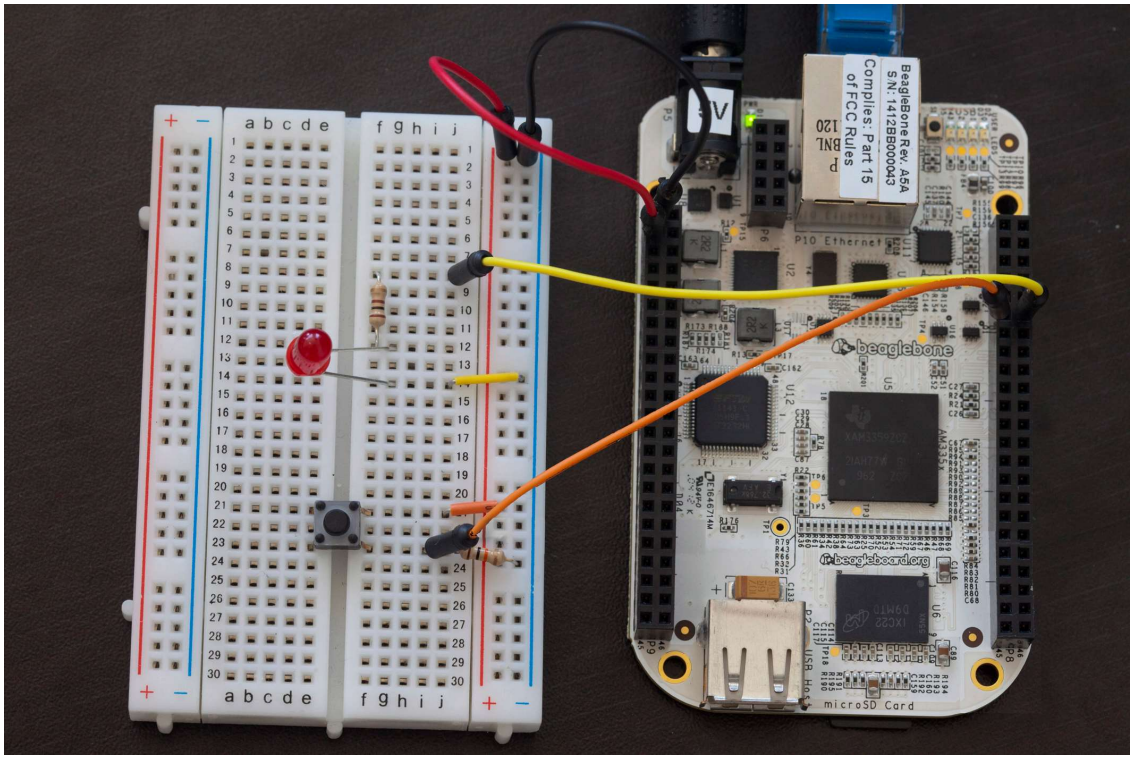

Figure 4-5. *A button and LED wired up to the BeagleBone*
3. Connect the other lead of the button to the input pin 11 on header P8. (See Figure 4-5 of BeagleBone wired up.)